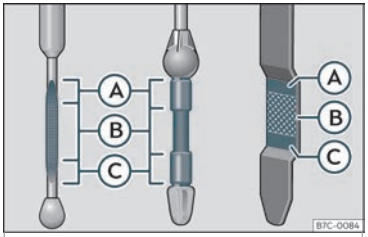

Fig. 258 Barra de medición do nivel de aceite.
– A continuación, volva extraela e comprobe o nivel de aceite **›››** **fig. 258**. Se for necesario, recargue aceite do motor.
- Cando o nivel de aceite alcance como mínimo a zona ››› fig. 258 Ⓑ, enrosque o tapón da boca de recarga con coidado ››› ❗.
Se o nivel de aceite está por encima da zona ››› fig. 258 Ⓐ, non arranque o motor. Pode causar danos no motor e no catalizador. Informe a un taller especializado.
O nivel de aceite non deberá estar en ningún caso por encima da zona ››› fig. 258 Ⓐ. De non ser así, podería aspirarse aceite polo respiradoiro do cárter do cegoñal e chegar a atmosfera a través do sistema de escape.